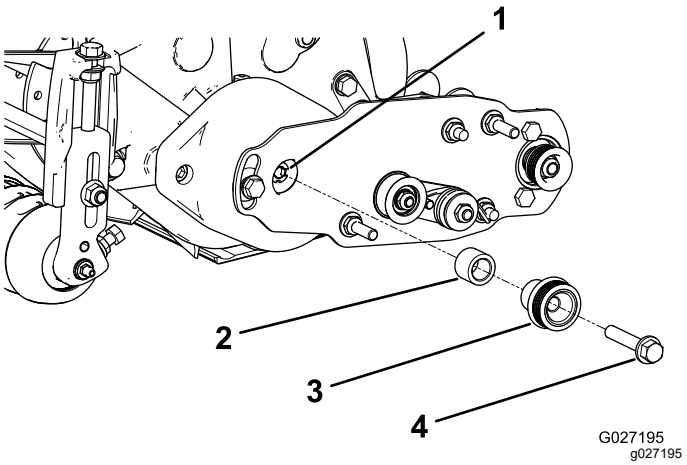

Figura 15
1. Insira um espaçador no eixo na caixa de rolamentos (Figura 15).
2. Insira a polia da transmissão no espaçador e no veio de transmissão (Figura 15).
3. Prenda a polia e espaçador ao eixo com um parafuso de cabeça flangeada (⅜ pol. x 2 pol.); consulte a Figura 15.